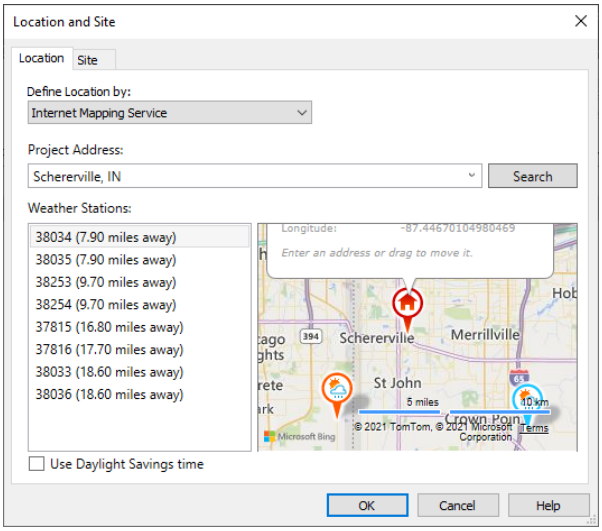

***Figure 2-32** The **Location and Site** dialog box*
3. In the **Location** tab of the **Location and Site** dialog box, enter **Schererville, IN** in the **Project Address** edit box and then choose the **Search** button; the **Bing Map** browser is displayed under the **Project Address** edit box showing the desired location in the map, as shown in Figure 2-32.